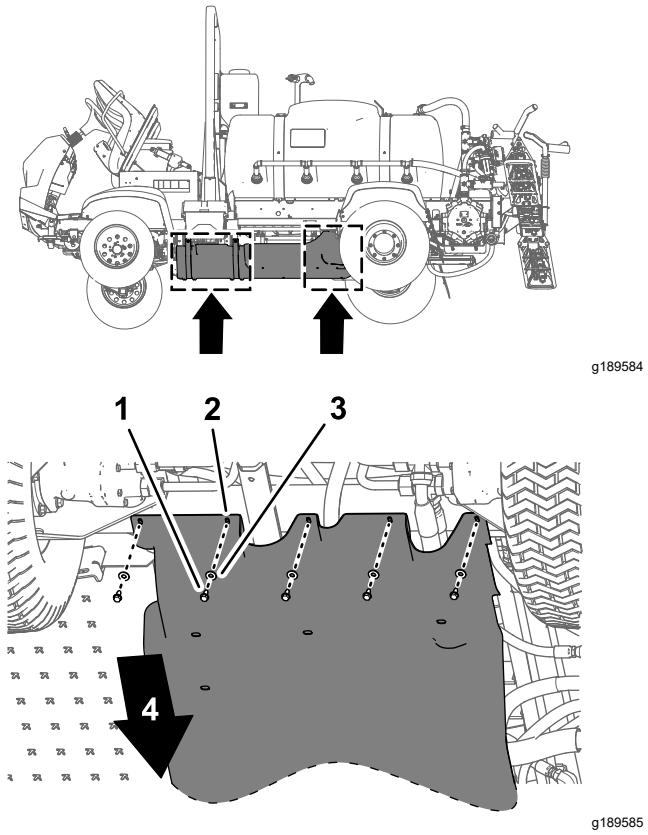
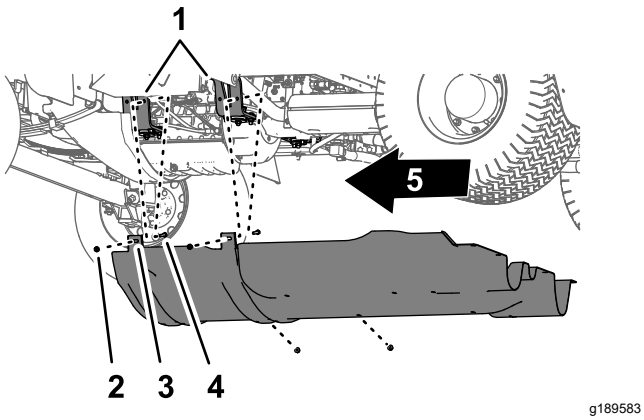

Figura 62
Figura 63
1. Retire os 5 parafusos com cabeça de flange (5/16 pol. x ⅞ pol.) e as 5 anilhas (5/16 pol.) que prendem a parte de trás do resguardo do chassis inferior ao chassis da máquina (Figura 62).
2. Retire as 4 porcas de bloqueio flangeadas (5/16 pol.) dos parafusos e do parafuso de carroçaria que prendem as patilhas de montagem do resguardo do chassis inferior aos suportes de montagem do motor da máquina (Figura 63).
4. Remova o resguardo do chassis da máquina (Figura 62 e Figura 63).
1. Alinhe o resguardo do chassis inferior com a parte inferior da máquina; consulte Figura 63 em Remoção do resguardo do chassis inferior (página 56).
2. Mova as patilhas de montagem do resguardo do chassis para cima dos parafusos e do parafuso de carroçaria nos suportes de montagem do motor da máquina; consulte Figura 63 em Remoção do resguardo do chassis inferior (página 56).
3. Monte o resguardo do chassis nos suportes de montagem do motor e parafusos (Figura 63) com as 4 porcas de bloqueio flangeadas (5/16 pol.) que retirou no passo 2 de Remoção do resguardo do chassis inferior (página 56).
4. Alinhe os orifícios na parte de trás do resguardo do chassis com os orifícios no chassis; consulte Figura 62 em Remoção do resguardo do chassis inferior (página 56).
5. Monte a parte de trás do resguardo do chassis inferior no chassis (Figura 62) com os 5 parafusos de cabeça flangeada (5/16 x ⅞ pol.) e as 5 anilhas (5/16 pol.) que retirou no passo 1 de Remoção do resguardo do chassis inferior (página 56).